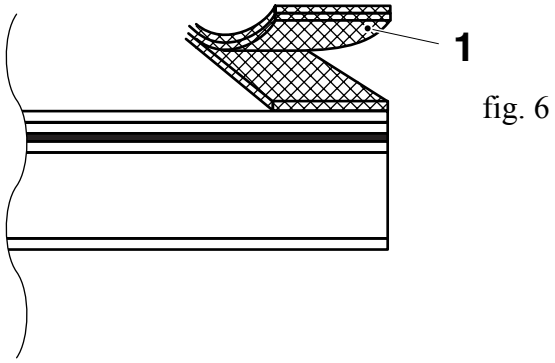

fig. 6
- la tira se separa al tirar de ella (fig. 6).